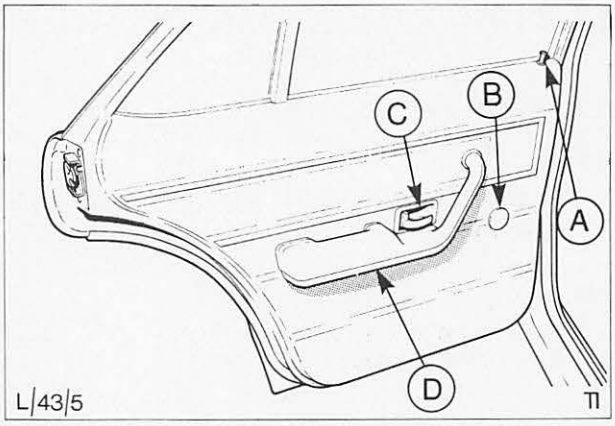

Abb. 7 Einzelteile – Türverkleidung (hintere Tür)
8. Türverkleidung anbauen, Abb. 7.